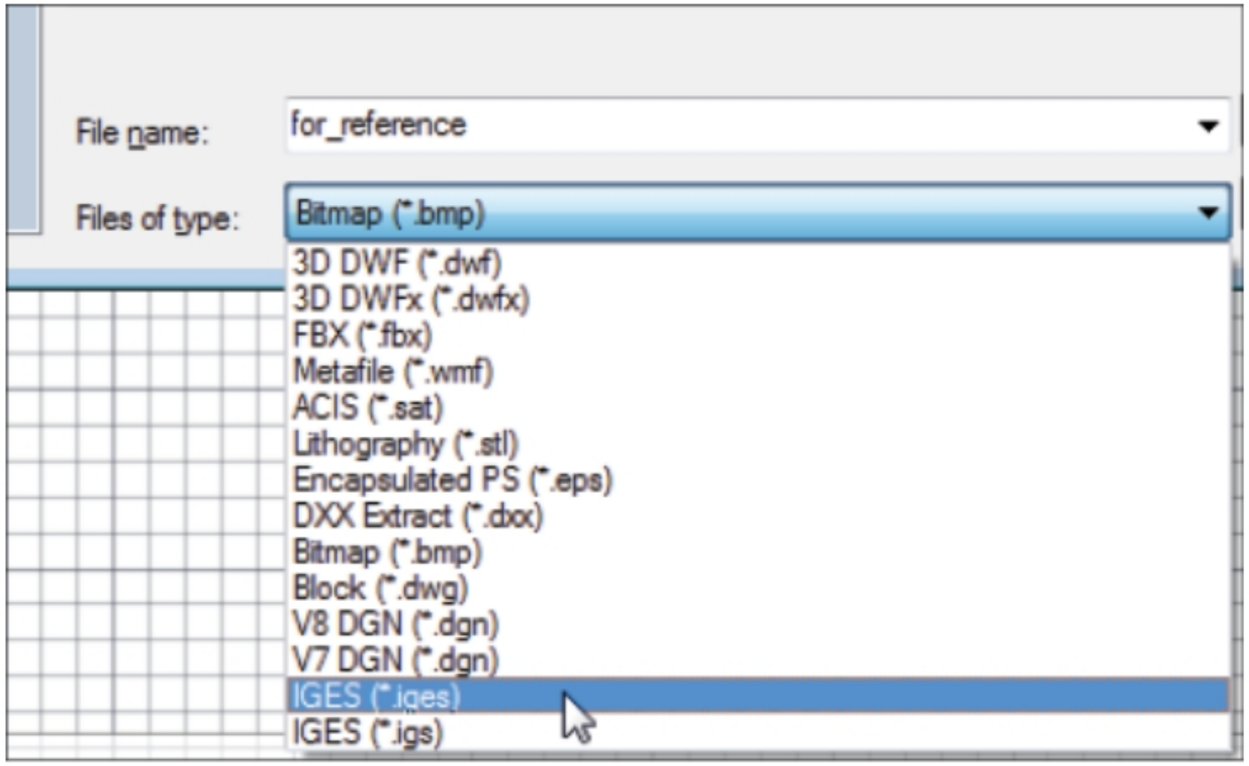

Figure-49. Formats for export
- Specify desired name in the **File name** edit box and click on the **Files of type** drop-down. The list of formats will be displayed as shown in Figure-49.